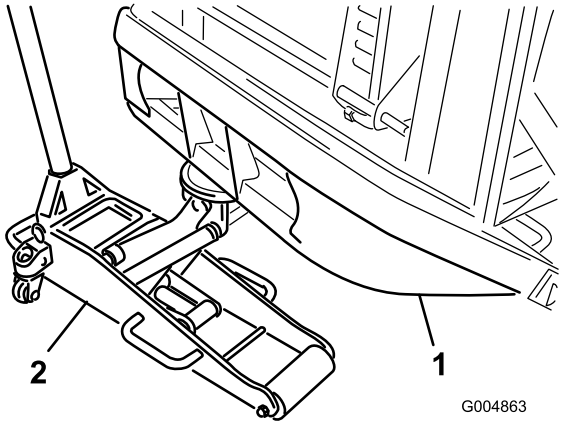

**Rysunek 94**
5. Umieść odpowiedni podnośnik pod rurą tylnego zderzaka, unieś maszynę, aż koła podniosą się nad podłoże (Rysunek 94).